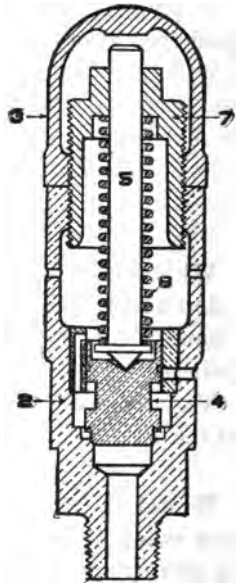
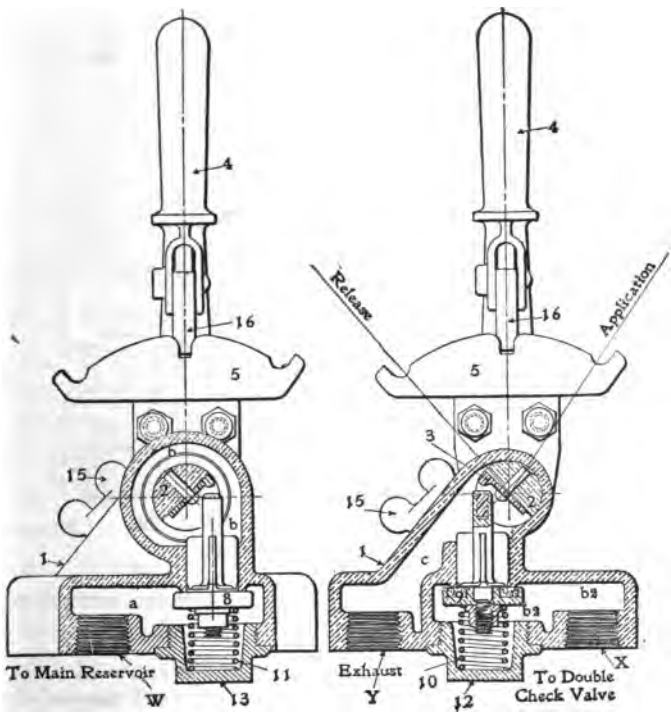
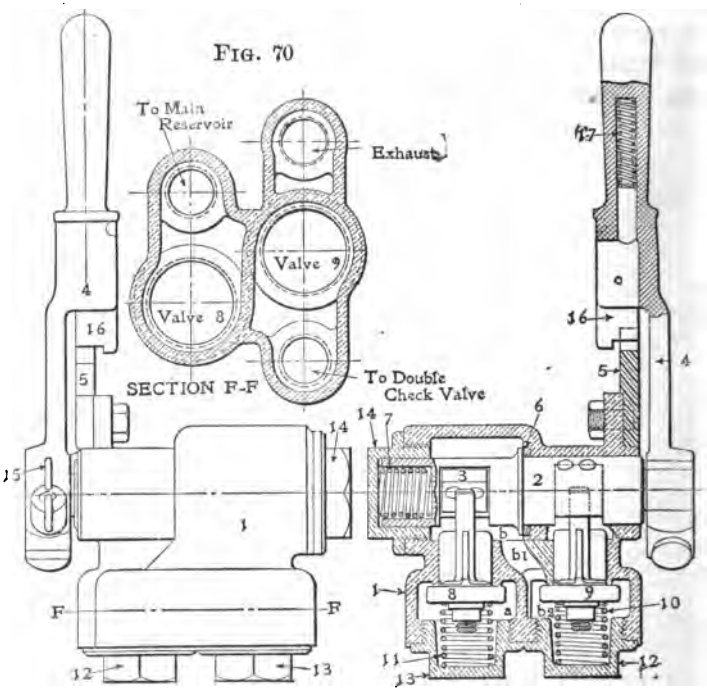

FIG. 64.—NEW STYLE SAFETY VALVE.
FIG. 66. FIG. 67.
FIG. 68. FIG. 69.
A. As illustrated in Fig. 64-A, it is necessary to apply on
Q. What is the object of the safety valve (Fig. 64-A)?
Q. What is the valve shown in Figs. 66, 67, 68, 69 and 70, and with what is it used?
A. Fig. 68, a side view of the outside of the valve; the
view (Fig. 70) is a horizontal cross-section through *F F* (Fig. 68); Fig. 69 is a vertical cross-section; Fig. 66, an end section showing the valve that controls the flow of pressure coming from the main reservoir; and Fig. 67 is an end
A. By the handle 4 acting through the shaft 2. As the handle is moved the shaft starts to rotate, thus causing one of the tappet pieces 3 (Figs. 66 and 67) to engage the stem of either valve 8 or 9, according to the direction in which handle 4 is moved. If moved to the right (Fig. 66) valve 8 is unseated; if moved to the left valve 9 (Fig. 67) is unseated. The shaft, as shown in Figs. 66, 67 and 69, is cut away in two places, at the bottom of each of the slots a tappet piece is fastened with two rivets.
A. When the valve handle is moved to the right the tappet piece in the shaft engages the stem of valve 8, forcing the valve from its seat against the pressure beneath it and the tension of spring 11. Air which comes from the main reservoir through the reducing valve (Fig. 64-A) enters the brake valve at *W* (Fig. 66) and passes up by the unseated valve 8 into chamber *b*, thence through port b^1 (Fig. 69) into chamber b^2 and out at *X* (Fig. 67) into the pipe which leads to the double check valves (Fig. 64-A), and through these valves to the brake cylinders.
A. Valve 9 is forced from its seat and air from the brake cylinder comes back through the double check valves (Fig. 64-A), enters at *X* (Fig. 67) into chamber b^2, passes by the unseated valve 9 into chamber *c*, thence to the atmosphere at *Y*, and thus releases the air from the brake cylinders.
A. Release position; so placed any slight leakage of main-reservoir pressure by the seat of valve 8 (Fig. 66) can not creep on the brakes, since the air would escape direct to the atmosphere by the unseated valve 9.